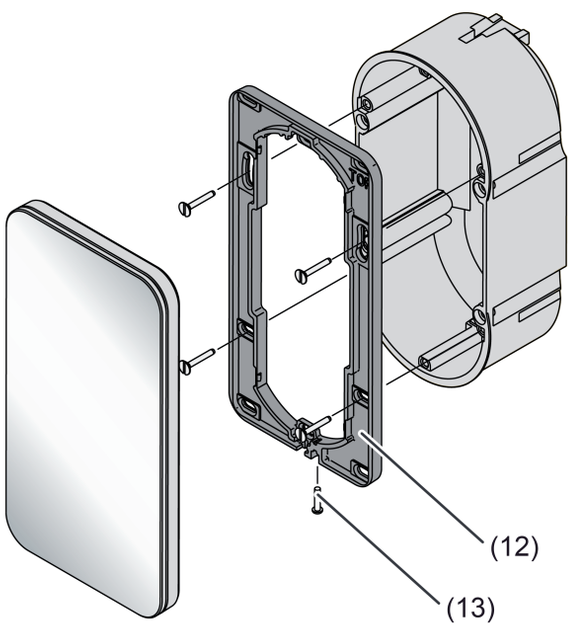

Figure 3: Montage d'un capteur sensoriel confort
- Orienter le cadre de montage (12) et le visser sur la boîte d'encastrement ou le mur (figure 3). Respecter le marquage TOP = HAUT. Utiliser le jeu de vis fourni.
- Raccorder le câble KNX avec la borne de raccordement (6).
- En option : raccorder la sonde de température de sol/à distance externe à la borne (5).